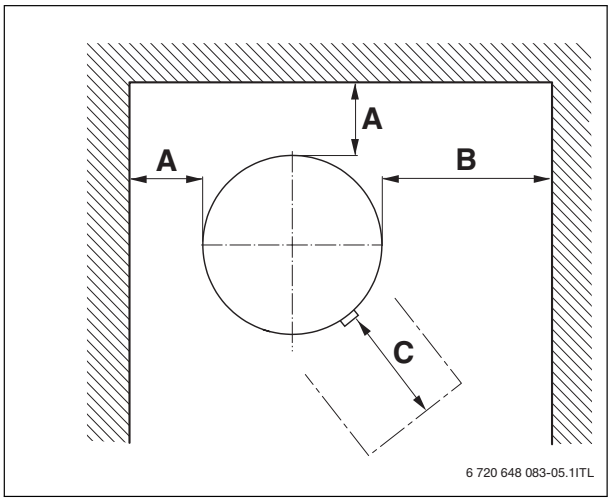

Fig. 8 Minimum wall clearances
- ▶ Maintain the minimum height and minimum wall clearances in the installation room (→ Tab. 6, page 7 and Fig. 8).